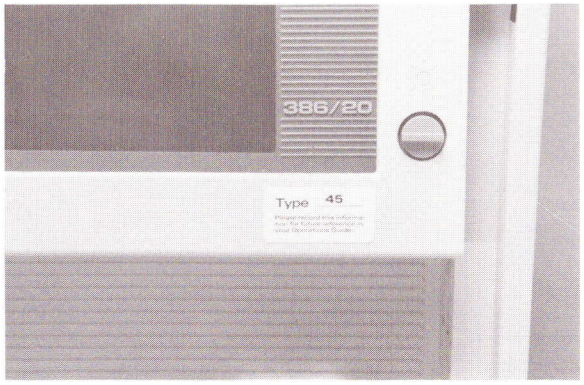

Abb. 2-7: Typenkennzeichen des Festplattenlaufwerks
9. Tragen Sie die Kennung des Festplattenlaufwerks, die nun am Bildschirmrahmen sichtbar ist, in die Kennkarte Ihres Rechners am Ende dieses Handbuchs ein. Sie benötigen die Kennung in wenigen Minuten für den Ablauf der SETUP-Routine◊, mit der Sie Ihr System einrichten (Abb. 2-7).